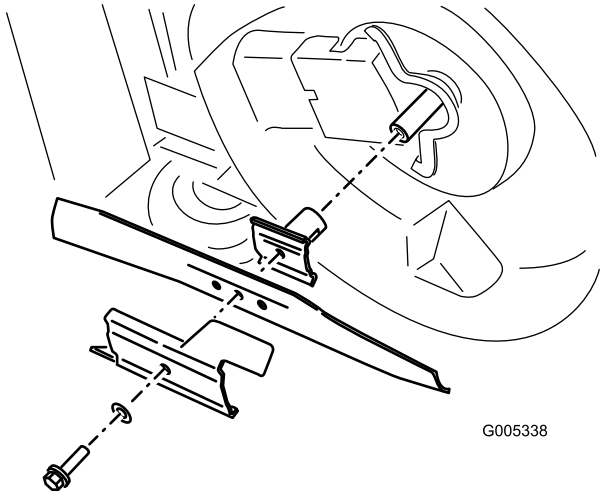

Figure 28
4. Tip the mower onto its side with the air filter up (Figure 28).
Grasp the end of the blade using a rag or a thickly padded glove. Remove the blade bolt, accelerator, and the blade (Figure 28).